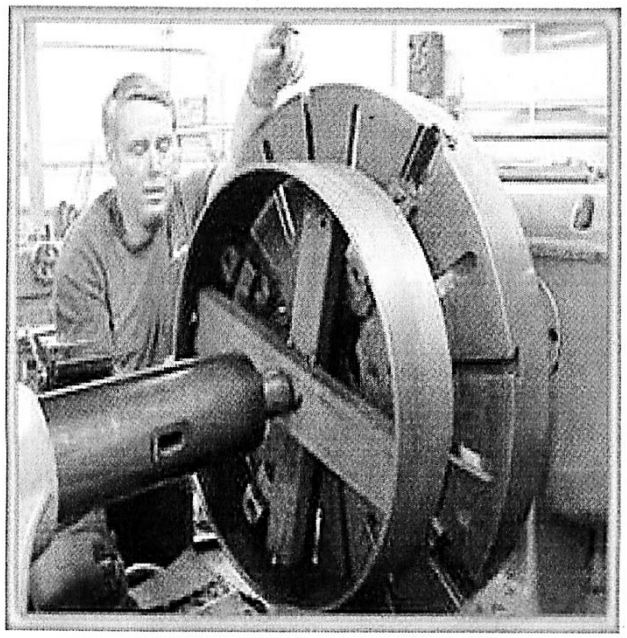

FIGURE 1 (3)
1.2 Identify THREE unsafe conditions in the FIGURE 1 below.